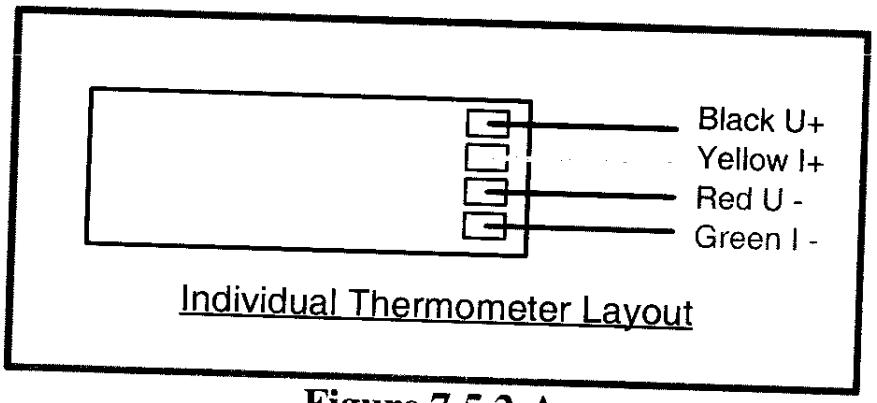

Figure 7.5.2-A
7.5.2 Solder wires (MA-369836) to RTD's as per Q3 Module Assembly (ME-369900). Individual RTD wiring is shown in Figure 7.5.2-A below.